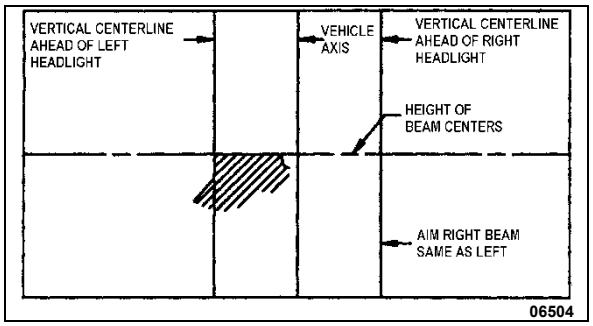

**FIGURE 55: LOWER BEAM HIGH-INTENSITY ZONE PROPER LOCATION ON SCREEN**
5. Low beam headlights are aimed so that the top edge (the cutoff) of the high-intensity zone is at the vertical location as per Table 1 and the left edge of the high-intensity zone is at the vertical centerline of the headlight (Figure 55).